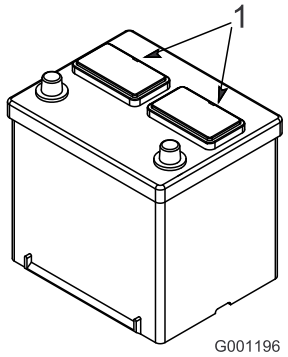

**Figur 9**
2. Rengør batteriet ovenpå, og fjern ventilationshætterne (Figur 9).